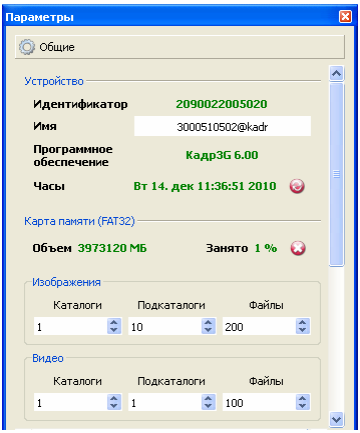

Рис. 29. Внешний вид вкладки «Параметры» после опроса устройства.
7. Выполните чтение текущих параметров устройства нажав кнопку с изображением или выбрав пункт меню «Инструменты/Читать параметры устройства» После завершения приема данных должна обновиться информация во вкладке «Параметры» (рис. 29). Для удобства дальнейшей работы разверните вкладку «Параметры».